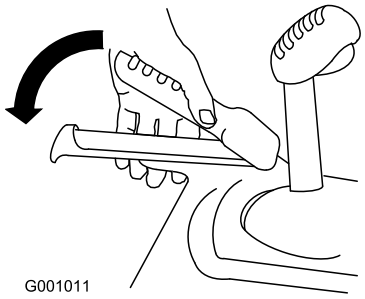

Rysunek 21
3. Przyciśnij lewą ręką dźwignię (trakcji) do uchwytu (Rysunek 21).
6. Przyciśnij lewą ręką dźwignię (trakcji) do uchwytu (Rysunek 21).